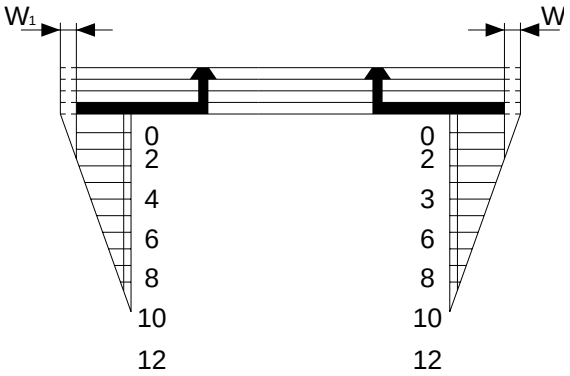

Figure 11-220
5) Check the image, and measure the non-image width shown in Figure 11-220.